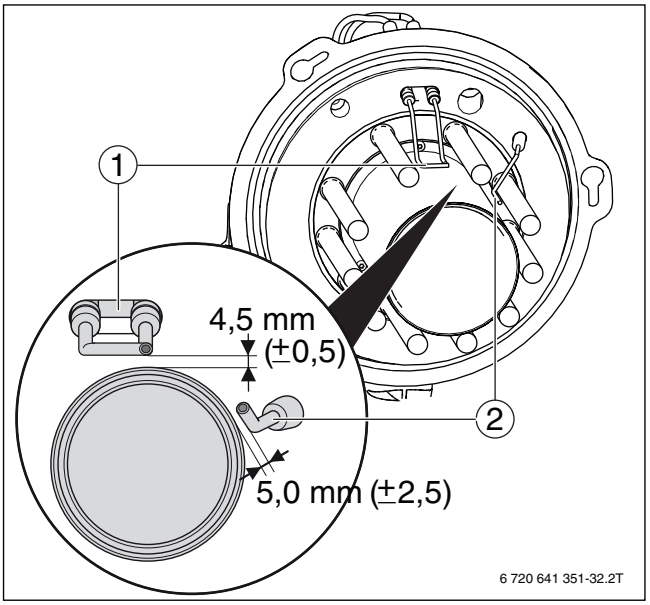

Bild 70 Zünd- und Überwachungselektroden
▶ Elektrodenabstände messen und gegebenenfalls über die Befestigungsschrauben justieren (→ Bild 70, Seite 44).